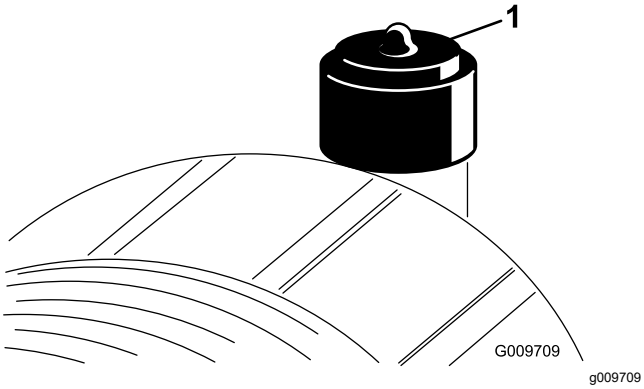

Figura 52
Revise el elemento del limpiador de aire únicamente cuando el indicador de restricción (Figura 52) lo requiera. El cambiar el elemento del limpiador de aire antes de que sea necesario aumenta la posibilidad de que entre suciedad en el motor al retirar el elemento.
2. Reinicie el indicador de restricción (Figura 52) si se ve rojo.